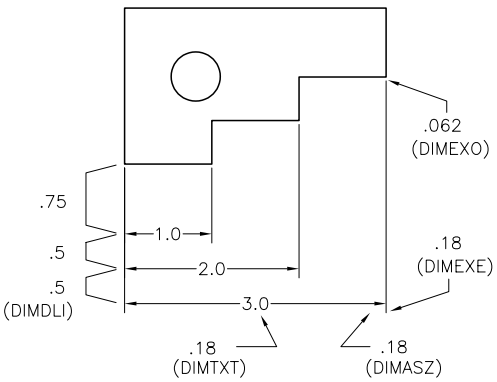

Figure 17-7 *Arrow size, text height, and spacing between dimension lines*
5. The distance between the first dimension line and the second dimension line must be at least 0.25 unit. In CAD drawings, this distance may be 0.25 to 0.5 unit (6 to 12 units for metric drawings). If there are more dimension lines (parallel dimensions), the distances between them must be the same (0.25 to 0.5 unit). Once you decide on the spacing (0.25 to 0.5), the same spacing should be maintained throughout the drawing. An appropriate snap setting is useful for maintaining this space. If you are using baseline dimensioning, you can use AutoCAD's **DIMDLI** variable to set the spacing. The dimensions must be placed in such a way so that they are not crowded, especially when there is not much space, refer to Figure 17-7.